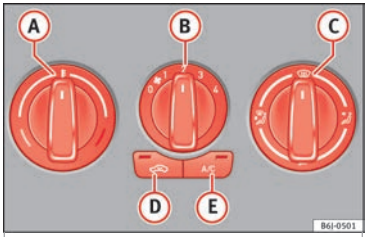

Fig. 154 Air conditioning controls on the dash panel.
- Using the rotary switches (A), (B) and (C) ››› **Fig. 154** you can adjust temperature, blower speed and air distribution.
- To switch a function on or off, press the appropriate button (D) or (E). When the function is activated, a red warning light on the button is turned on.
– Turn off the cooling system using the ››› **Fig. 154** A/C button (the button light turns off).
– Turn the temperature selector (A) to set the desired temperature inside the vehicle.
– Set the air distribution control (C) to the air flow configuration desired: (towards the windscreen), (towards the chest), (towards the footwell) and (towards the windscreen and footwell areas).
If the rotary switch C ››› Fig. 154 is in the thaw position, the recirculation flap will always be open (button light off).
- Press button D ››› Fig. 154, the switch's lamp will light up, indicating that air recirculation inside the vehicle has been activated.